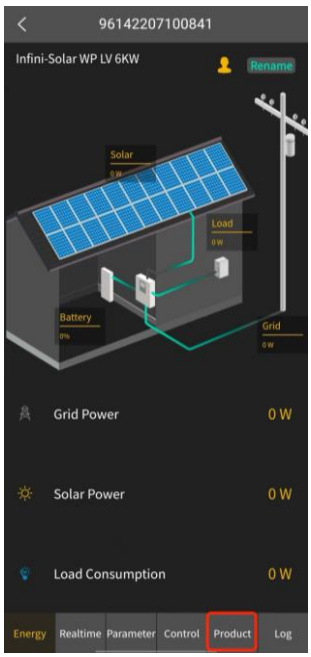
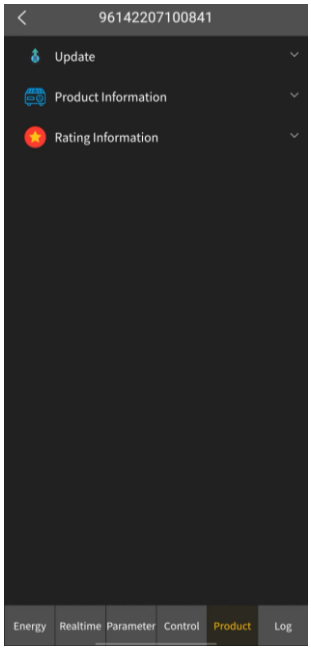

Figure 1
Figure 2
2. Click the "Product" button marked in red square in Figure 1 to enter the Product Screen, as shown in Figure 2.
3. Click the "v" icon marked in red on the right side of the "Update" in Figure 1 to open the collapsible panel, as shown in Figure 2.
updated. In the example shown in Figure 2, DSP is selected.
6. Enter the password provided by the supplier in the input field and then click "OK". The dialog "Send update command success" will pop up, as shown in Figure 2. The firmware will start updating. Please wait until it is successfully updated. (Be sure to maintain good network conditions and ensure that the inverter is powered on during updating.)